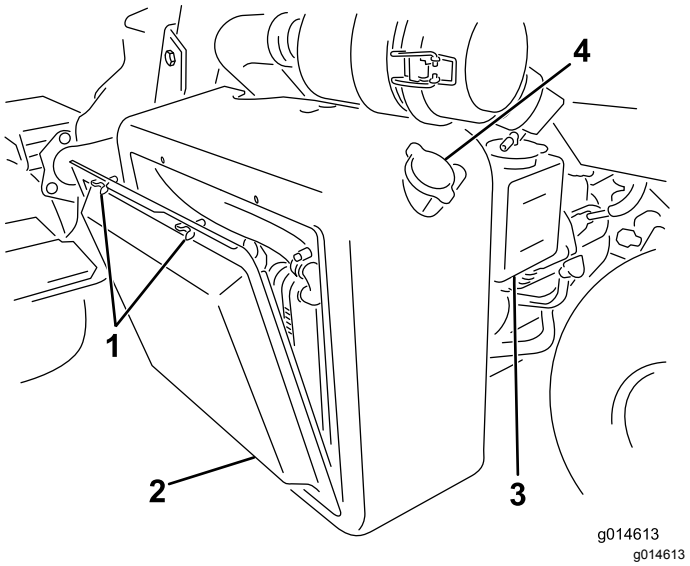
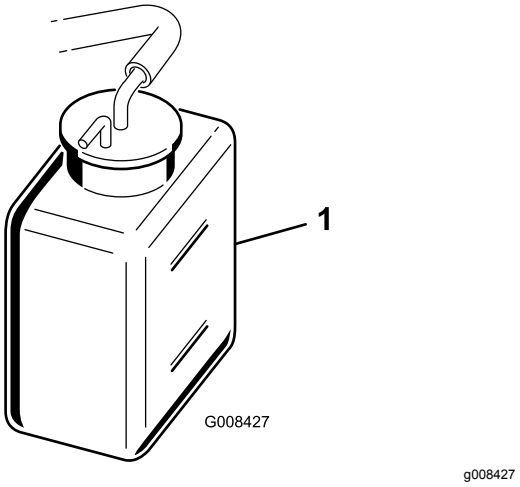

Figur 44
Figur 45
1. Ta bort kylargallret (Figur 44).
2. Kontrollera kylvätskenivån (Figur 44 och Figur 45).